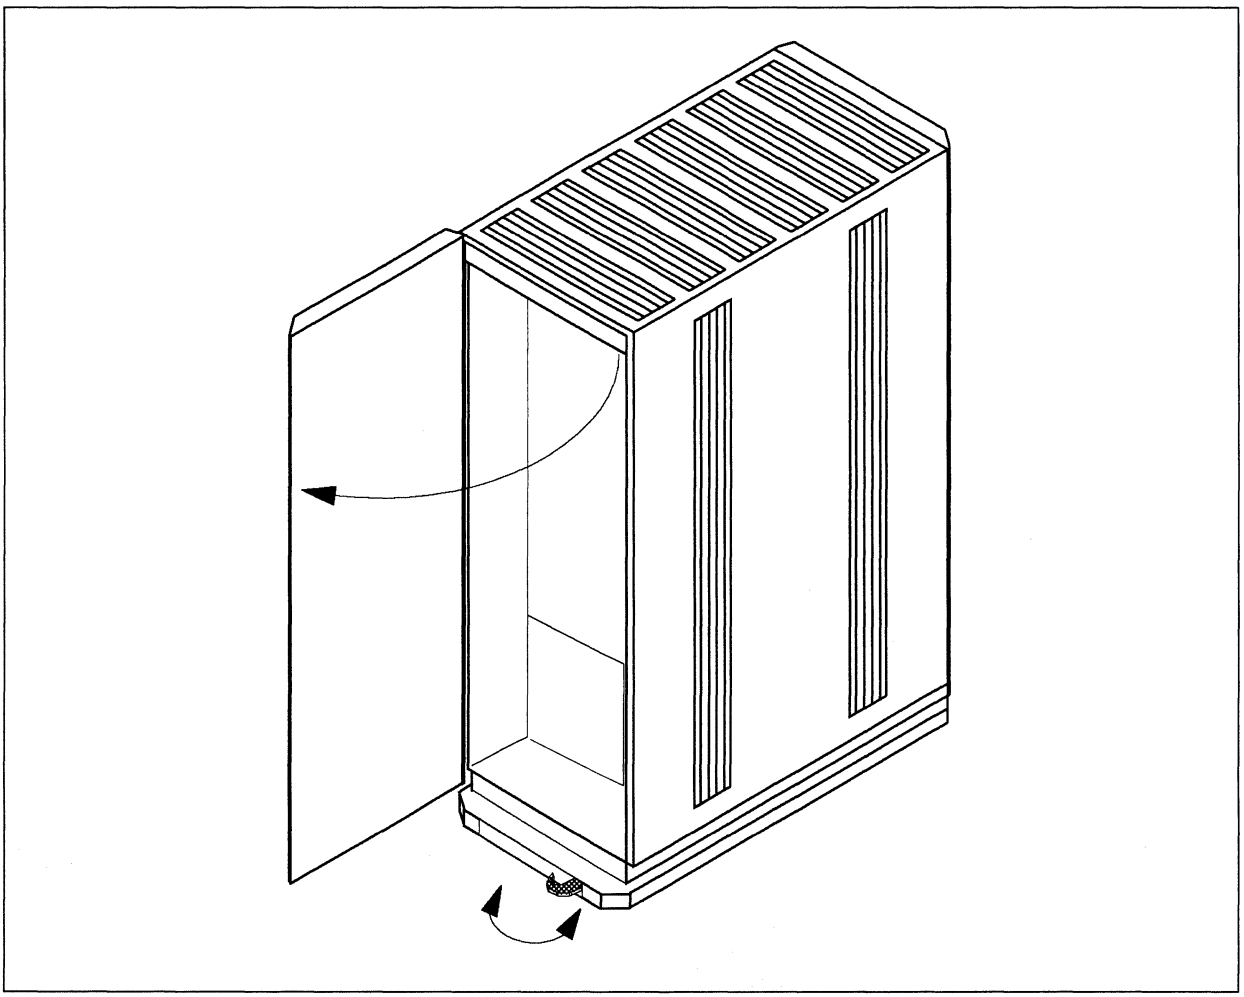

**Figure 3-1. Opening the Paragon™ Cabinet Door**
2. Once power is off, open the cabinet door (Figure 3-1 on page 3-3). The door latch is located at the bottom right of the front door. Unlock the door by moving the latch 90° counterclockwise.
Close and latch the front door to the Paragon cabinet. Lock the door by moving the latch 90° clockwise. See Figure 3-1 on page 3-3.